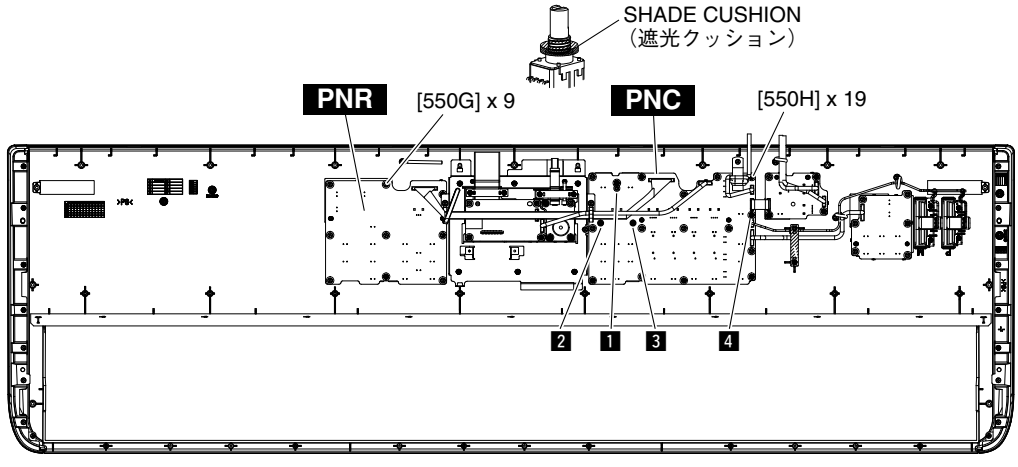

Fig. 6（図 6）
4-4. Remove the nine (9) screws marked [550G]. The PNR circuit board can then be removed. (Fig. 6)
5-4. Remove the nineteen (19) screws marked [550H]. The PNR circuit board can then be removed. (Fig. 6)
* ***When installing the PNC circuit board, tighten the screws 1, 2, 3 and 4 shown in Fig. 6 in numerical order and then tighten the other screws.***
5-5. Pull out the shade cushion from the PNC circuit board. (Fig. 6)
4-4. [550G] のネジ 9 本を外して、PNR シートを外します。（図 6）
5-4. [550H] のネジ 19 本を外して、PNC シートを外します。（図 6）
※ **PNC シートを取り付ける際は、図 6 に示す 1、2、3、4 の順にネジを締めてから他のネジを締めてください。**
5-5. PNC シートより、遮光クッションを引き抜きます。（図 6）